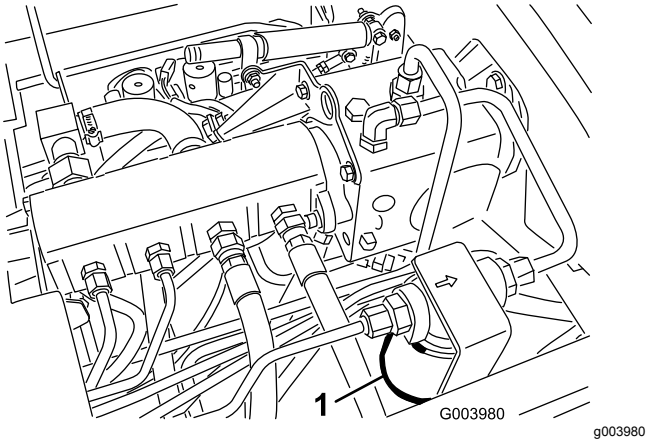
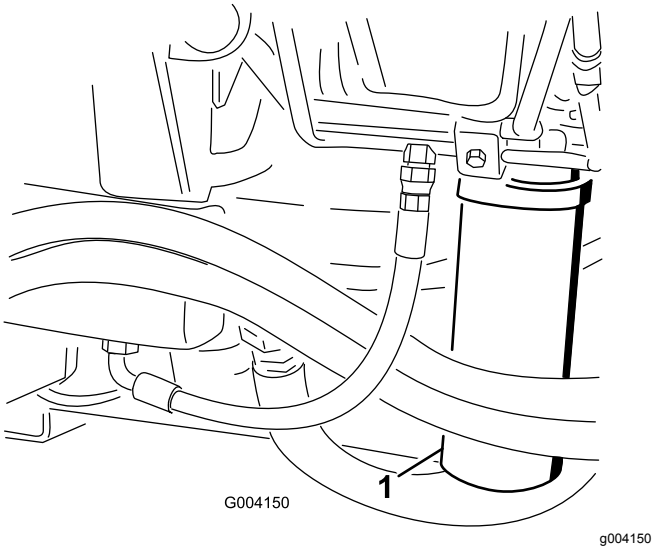

Figur 71
Figur 72
2. Rengör området där filtret ska monteras och sätt ett avtappningskärl under filtret i (Figur 71) och (Figur 72).